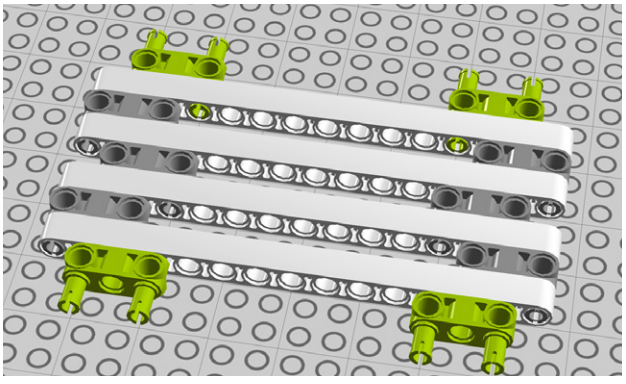

Figure 8-9. *Step 4: Adding more beams with pegs*
4. Those 3M beams with pegs are very useful! Let's add four more (Figure 8-9).